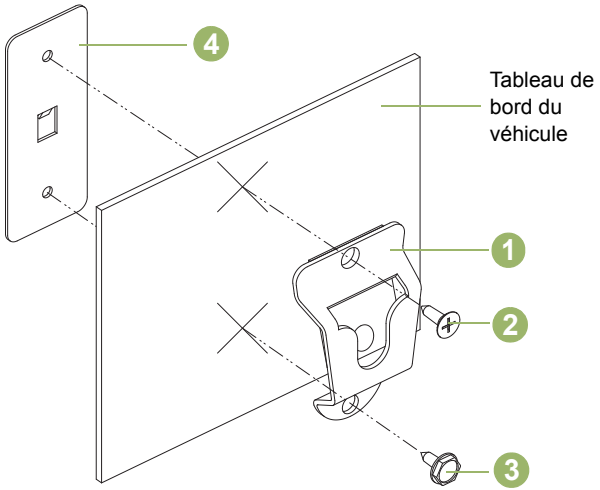

Figure 5.2 : Installation du support de montage
Reportez-vous à la Figure 5.2 ci-dessous et fixez le support de fixation (1) au véhicule à l'aide des deux vis taraudeuses et de la plaque de support fournis. Placez la plaque de support (4) derrière le tableau de bord. Utilisez la vis à tête plate (2) dans le trou de montage supérieur et la vis à tête hexagonale (3) dans le trou de montage inférieur. Assurez-vous que les vis de montage sont bien fixées dans les trous de la plaque de support.